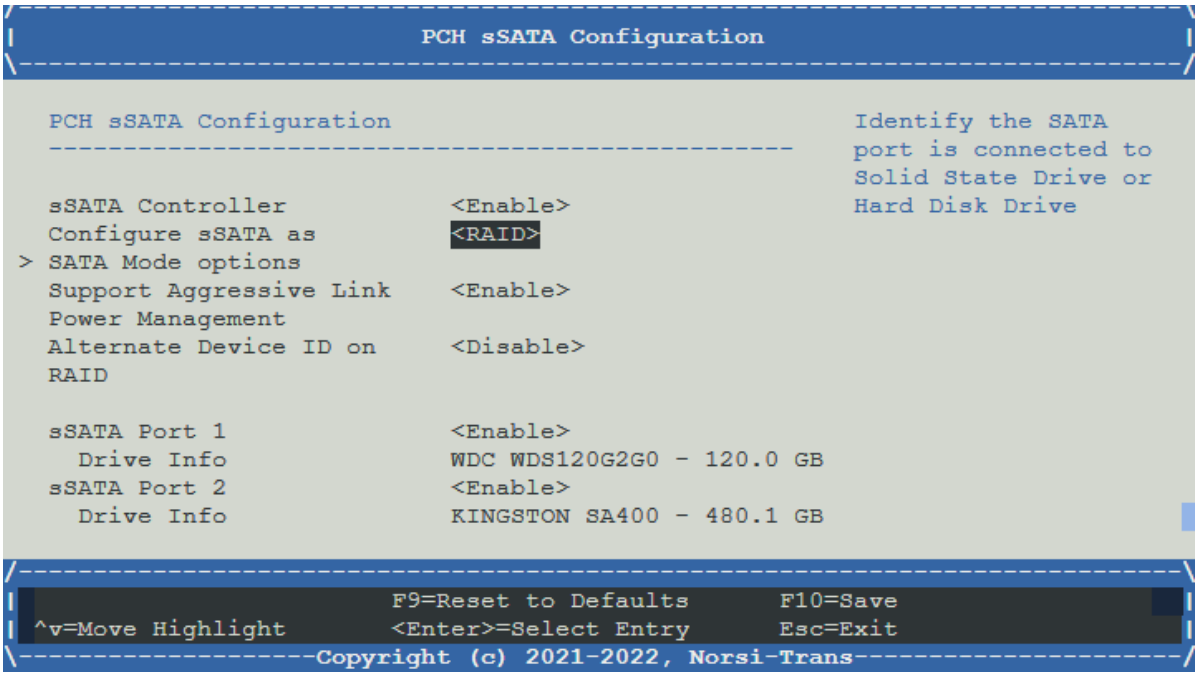

Рис. 59. Меню PCH sSATA Configuration
2) Перейдите во вкладку «PCH sSATA Configuration» и установите «sSATA Controller» в состояние <Enable>. Окно показано на рис. 59 Меню PCH sSATA Configuration.